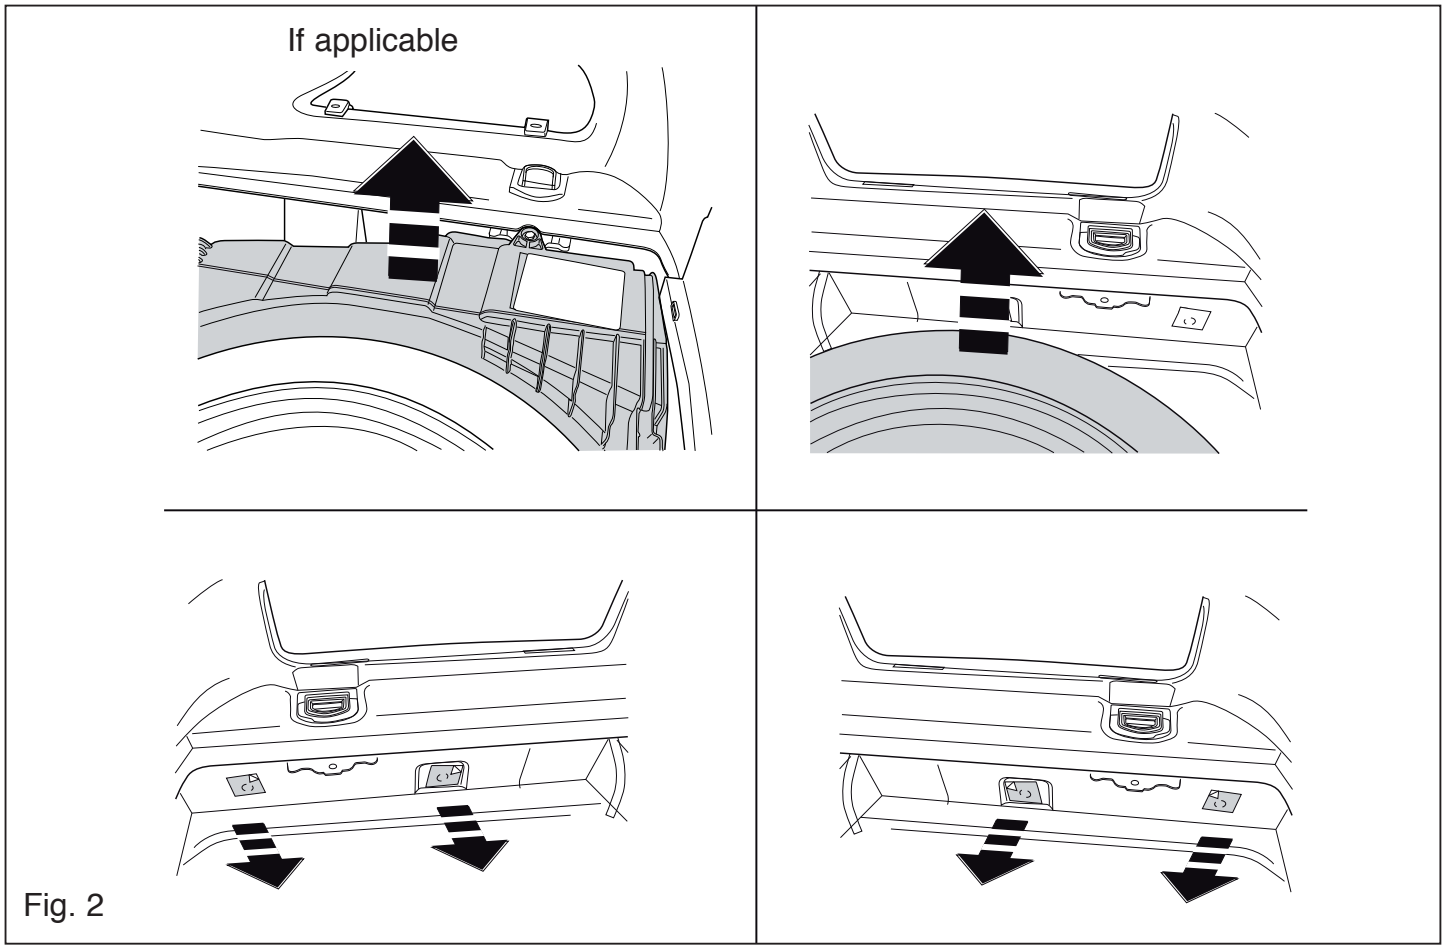

Fig. 2
2. Clear the boot and floor. See figure 2.
3. Remove any stickers that may be present at the points of attachment. See figure 2.
2. Den Fußboden im Kofferraum frei machen. Siehe Abbildung 2.
3. Gegebenenfalls die Aufkleber bei den Befestigungspunkten entfernen. Siehe Abbildung 2.
2. Dégager le plancher du coffre. Voir la figure 2.
3. Le cas échéant les autocollants placés sur les points de fixation. Voir la figure 2.
2. Ryd bunden i bagagerummet. Se fig. 2.
3. Fjern evt. mærkaterne ved montagepunkterne. Se fig. 2.
2. Освободить дно багажного отсека. См. рисунок 2.
3. По мере необходимости, удалить наклейки на местах крепления. См. рисунок 2.